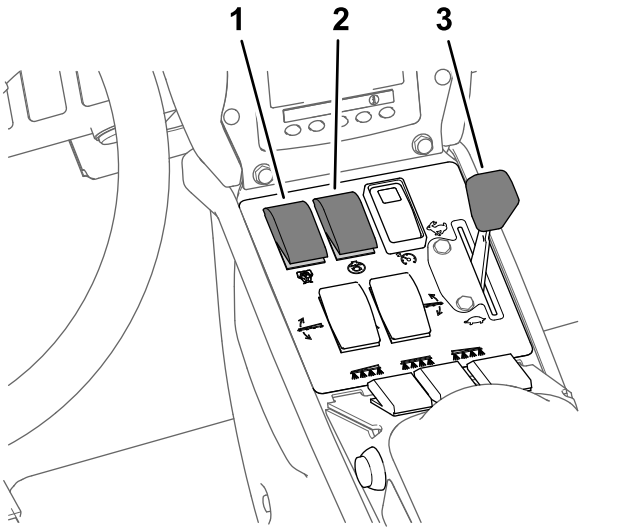

Figura 45
8. Ponga el interruptor de agitación y el interruptor de la bomba de fumigación en la posición de ACTIVADO (Figura 45).
9. Mueva el acelerador a la posición de RÁPIDO (Figura 45).
Nota: Este procedimiento supone que la bomba de fumigación está activada; consulte Figura 45, en Fumigación en el Modo de caudal de aplicación (página 41).
4. Ajuste el acelerador a la velocidad de motor deseada para la fumigación; consulte Figura 45, en Fumigación en el Modo de caudal de aplicación (página 41).